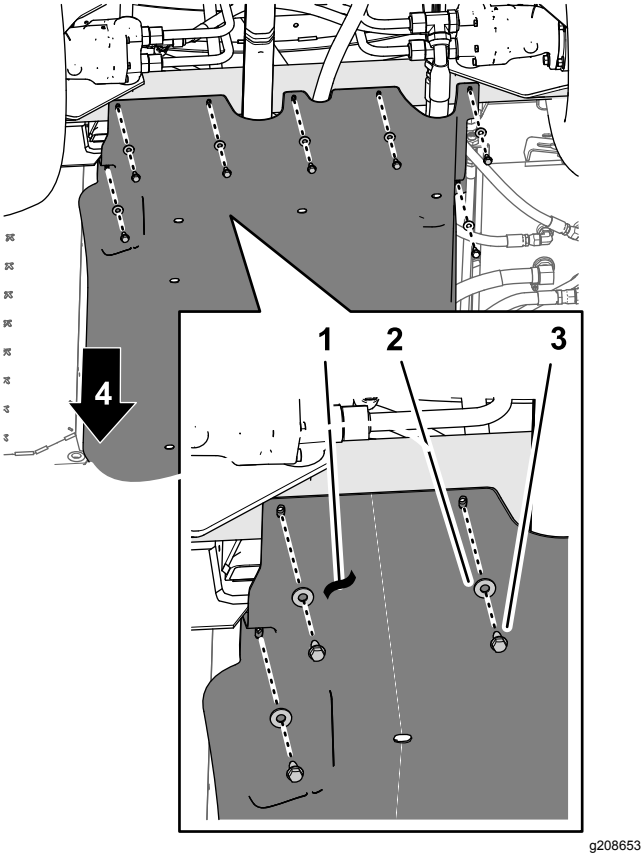
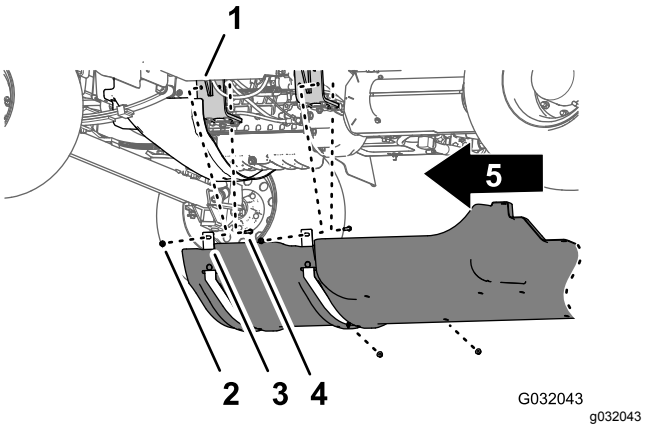

**Figur 22**
**Figur 23**
1. Fjern de 7 flangehovedbolte (5/16 x 7/8 tomme) og 7 spændeskiver (5/16 tomme), der fastgør bagenden af understellets afskærmning til maskinens chassis (Figur 22).
2. Fjern de 4 flangelåsemøtrikker (5/16 tomme) fra boltene og bræddebolten, der fastgør støtteremmene på understellets afskærmning til maskinens motorophængsbeslag (Figur 23).
4. Fjern understellets afdækning fra maskinen (Figur 22 og Figur 23).